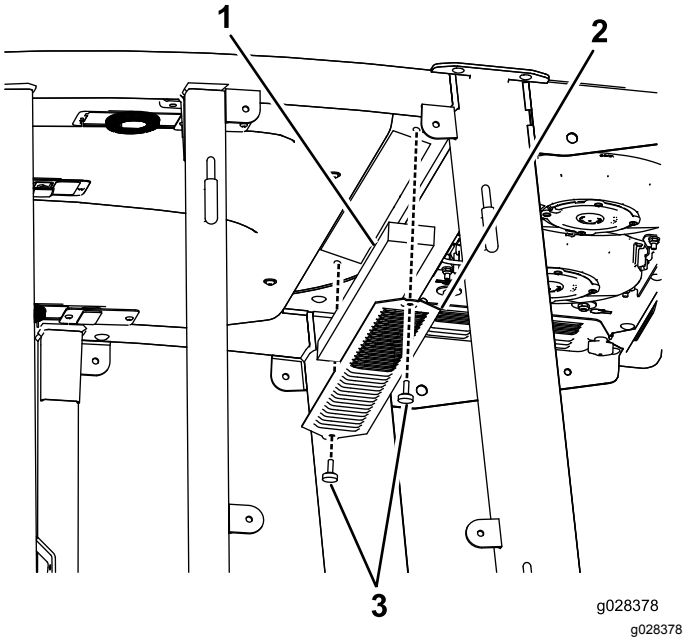
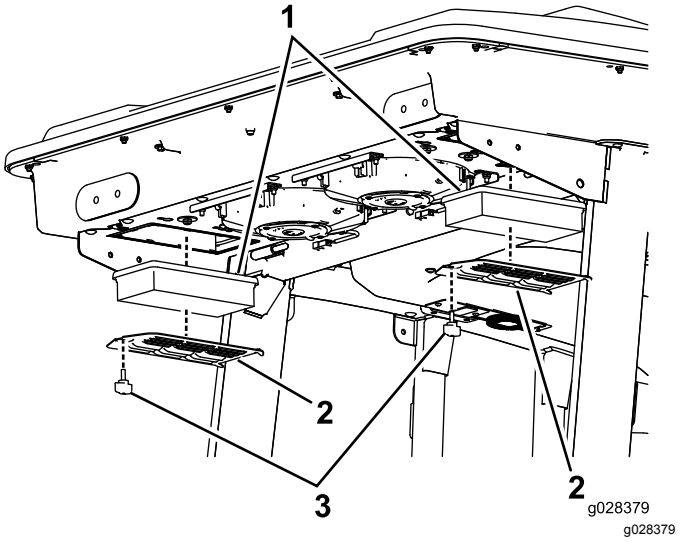
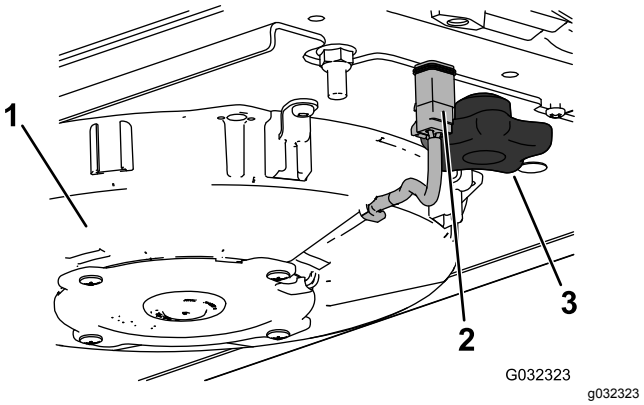
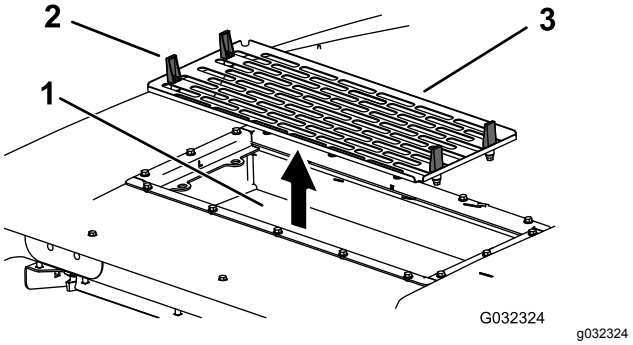

Figur 91
Figur 92
Figur 94
Figur 95
1. Ta bort de skruvar och galler som sitter över luftfiltren både i och bakom hytten (Figur 91 och Figur 92).
5. Ta bort luftfiltren (se Figur 92).
7. Montera luftfiltren, filtret och fläktenheten igen (Figur 92, Figur 94 och Figur 95).
8. Anslut kabeln för varje fläkt (Figur 94).